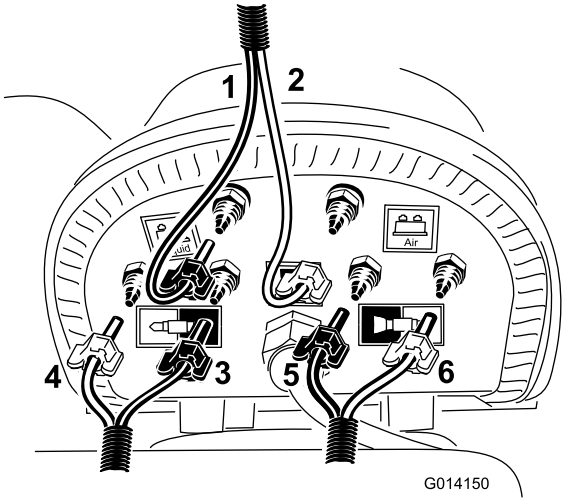

Figure 16
C. Install the blue and clear tubes to the corresponding upper barbs on the compressor (Figure 16).
F. Locate the foam hose routed to the left boom, and install the blue and white tubes to the locations as shown in Figure 16.
G. Locate the foam hose routed to the right boom, and install the blue and white tubes to the locations as shown in Figure 16.